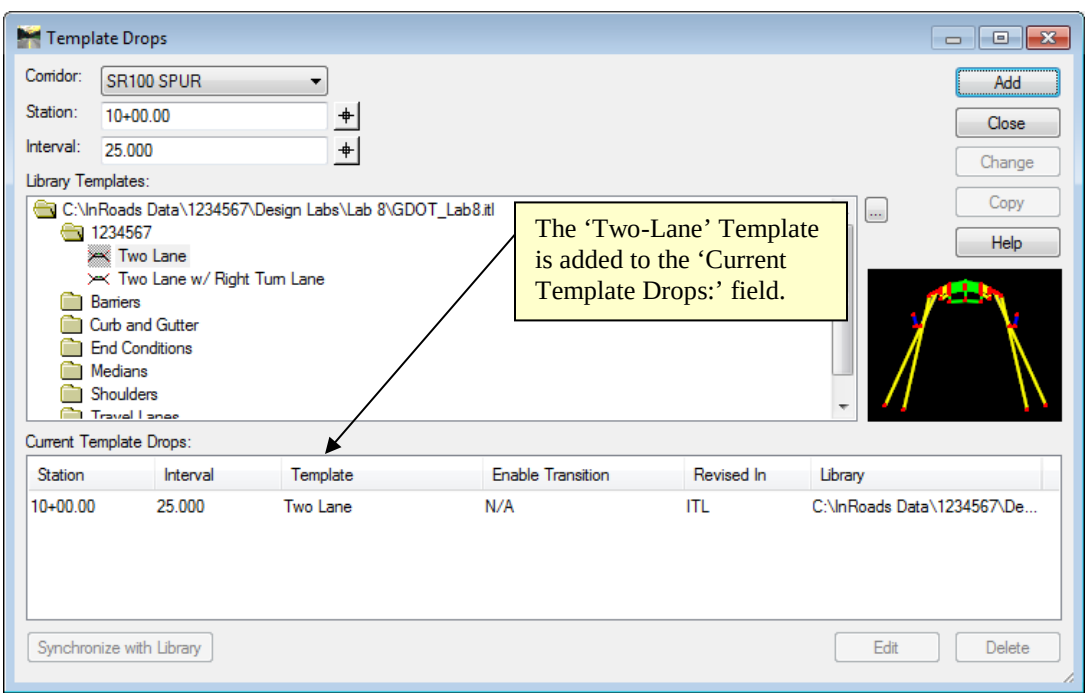

Figure L8-10 Template Drops
19.	**Add the 'Two Lane' Typical at Station 10+00.00** • In the **Template Drops** dialog, open the ***1234567*** folder and highlight the **Two Lane** Template as shown here. C:\InRoads Data\1234567\Design Labs\Lab 8\GDOT_Lab8.itl 1234567 Two Lane Two Lane w/ Right Turn Lane • Click the **Add** button but **do not** close the **Template Drops** dialog. The ***Two Lane*** Template is added to the **Current Template Drops:** field as shown in *Figure L8-10*.